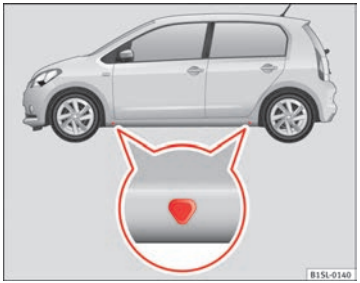

Fig. 138 Jack position points
The jack may be applied only at the jacking points shown (marks on chassis) ⇒ fig. 138. Always the relevant jacking point for the wheel to be changed ⇒ ⚠.
5. Look below the vehicle for the jacking point ⇒ fig. 138 closest to the tyre which has to be changed.